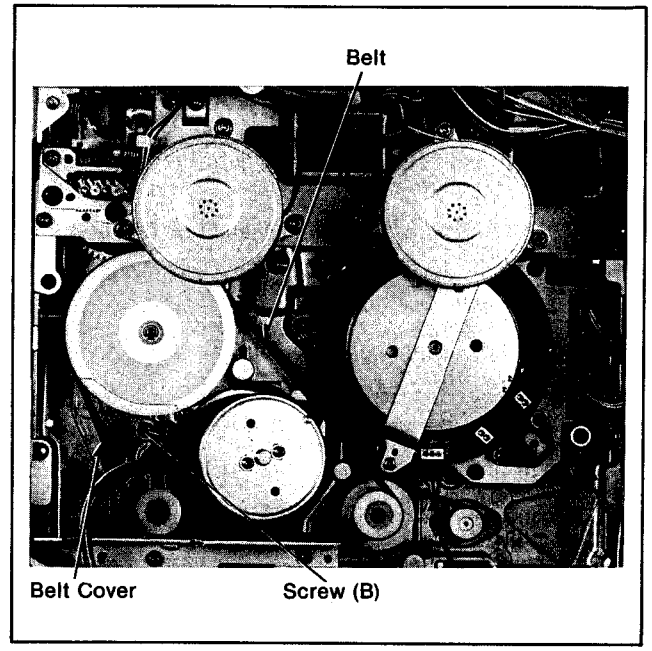

Figure M46
8. Install the belt. (Figure M46)